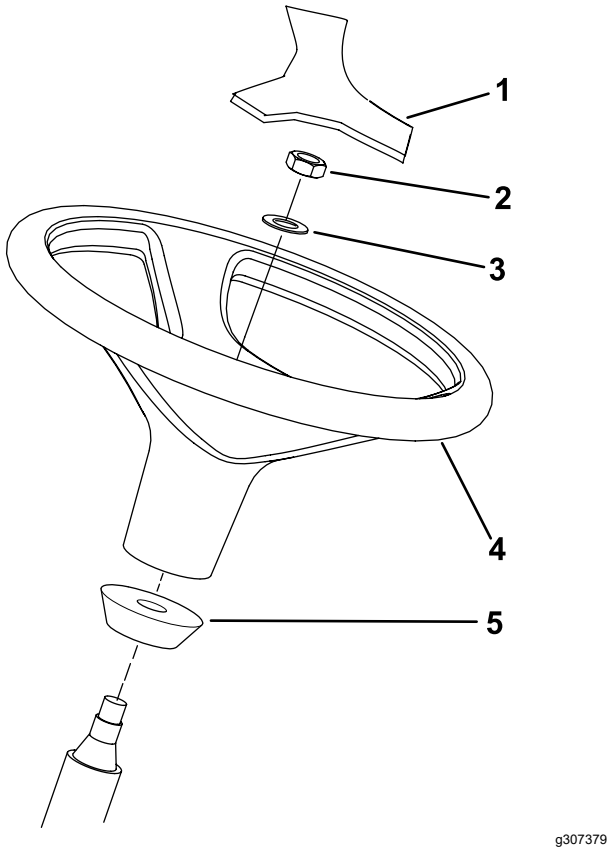

Figura 14
1. Retire el volante del palet de transporte (Figura 14).
Nota: Asegúrese de que el collar de espuma permanece en el eje de dirección (Figura 14).
3. Coloque el volante y la arandela sobre la columna de dirección (Figura 14).
5. Monte la tapa en el volante (Figura 14).